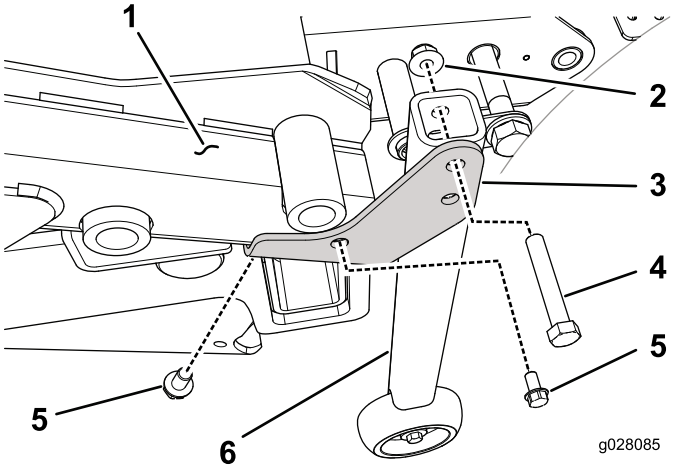

**Rysunek 33**
3. W przypadku zespołów jezdnych o numerze seryjnym powyżej 313000001 zamontuj wspornik do modyfikacji (prawy lub lewy) do spodniej strony odpowiedniego tylnego narożnika ramy podwozia, używając wkrętu samogwintującego 3/8 x 5/8 cala (Rysunek 33).
narożniku ramy podwozia, używając śruby (3/8 × 2–1/4 cala) oraz nakrętki kołnierzowej (3/8 cala) (Rysunek 33).